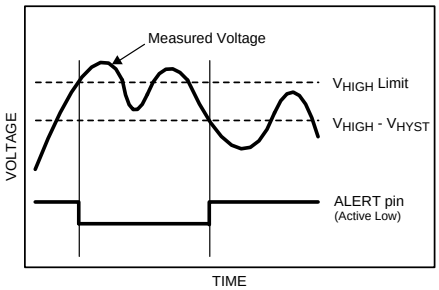

Figure 27. Alert condition cleared when measured voltage crosses V_{HIGH} - V_{HYST}
The ALERT function is an "out-of-range" indicator. At the end of every conversion, the measured voltage is compared to the values in the V_{HIGH} and V_{LOW} registers. If the measured voltage exceeds the value stored in V_{HIGH} or falls below the value stored in V_{LOW}, an alert condition occurs. The Alert condition is indicated in up to three places. First, the alert condition always causes either or both of the alert flags in the Alert Status register to go high. If the measured voltage exceeds the V_{HIGH} limit, the Over Range Alert Flag is set. If the measured voltage falls below the V_{LOW} limit, the Under Range Alert Flag is set. Second, if the Alert Flag Enable bit is set in the Configuration register, the alert condition also sets the MSB of the Conversion Result register. Third, if the Alert Pin Enable bit is set in the Configuration register, the ALERT output becomes active (see Figure 27). The ALERT output (ADC081S021 only) can be configured as an active high or active low output via the Polarity bit in the Configuration register. If the Polarity bit is cleared, the ALERT output is configured as active low. If the Polarity bit is set, the ALERT output is configured as active high.
2. The measured voltage goes below the programmed V_{HIGH} limit minus the programmed V_{HYST} value and the Alert Hold bit is cleared in the Configuration register. (see Figure 27). If the Alert Hold bit is set, the alert condition persists and only clears when a one is written to the Over Range Alert Flag bit.